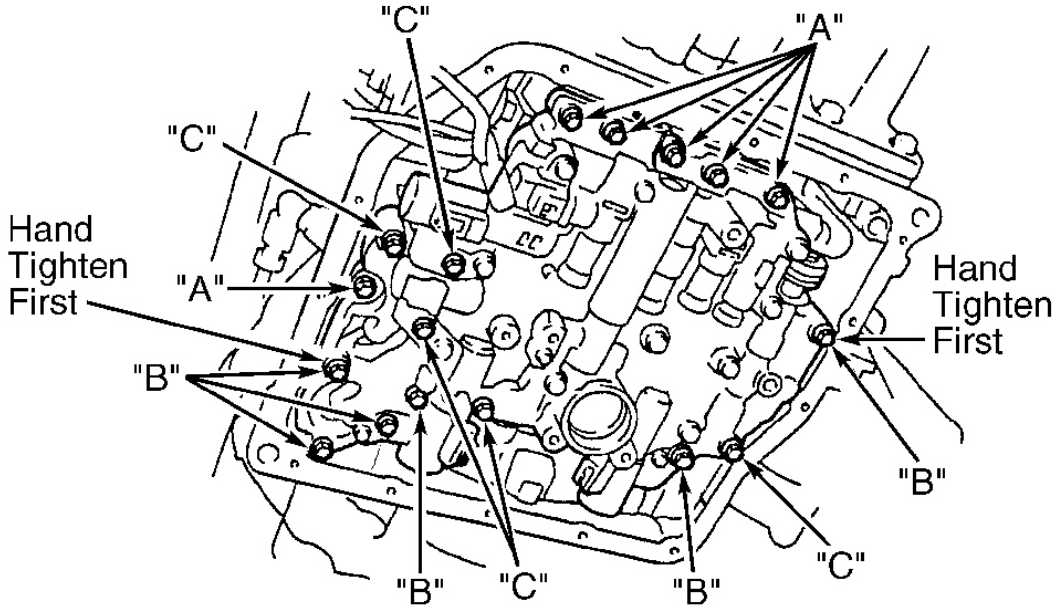

Fig. 10: Identifying Valve Body Bolt Locations
4. Remove 17 valve body bolts. Note bolt length and location for reassembly reference. See **Fig. 10**. Remove valve body assembly.